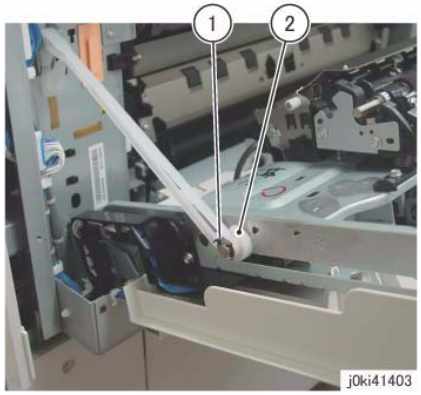

Figure 3 Remove the Rear Support
7. Remove the Rear Support from the L/H Cover Unit. (Figure 3)